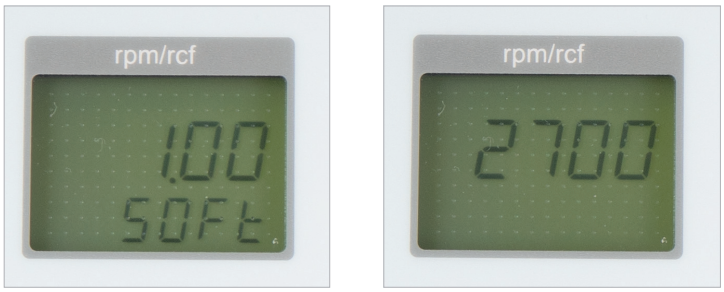
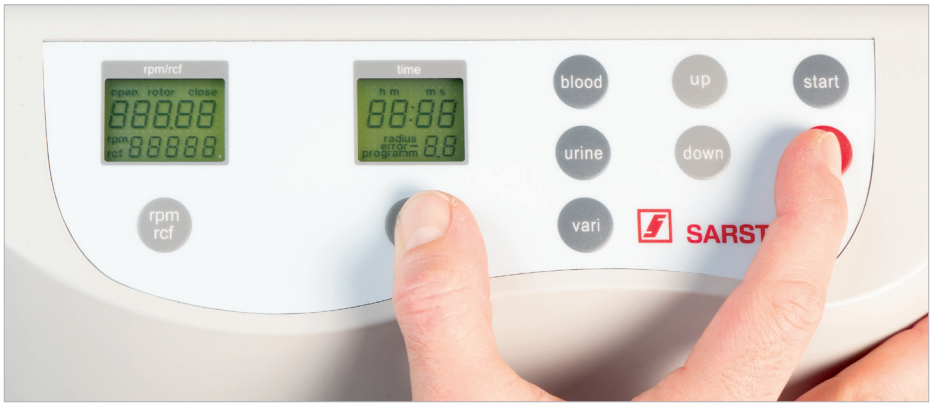

Abbildung 2
Abbildung 3
Dazu öffnen Sie den Zentrifugendeckel und schalten den Hauptschalter aus. Schalten Sie dann den Hauptschalter wieder ein. Für ca. 3 Sekunden erscheint im Display die aktuelle Software-Version und der Gerätetyp (siehe Abbildung 2). Drücken Sie innerhalb dieser Zeit gleichzeitig die Tasten „time“ (3) und „lid/stop“ (9). Daraufhin wird für ca. 3 Sekunden ein Displaytest durchgeführt, bei dem alle möglichen Anzeigen gleichzeitig erscheinen, (siehe Abbildung 3).